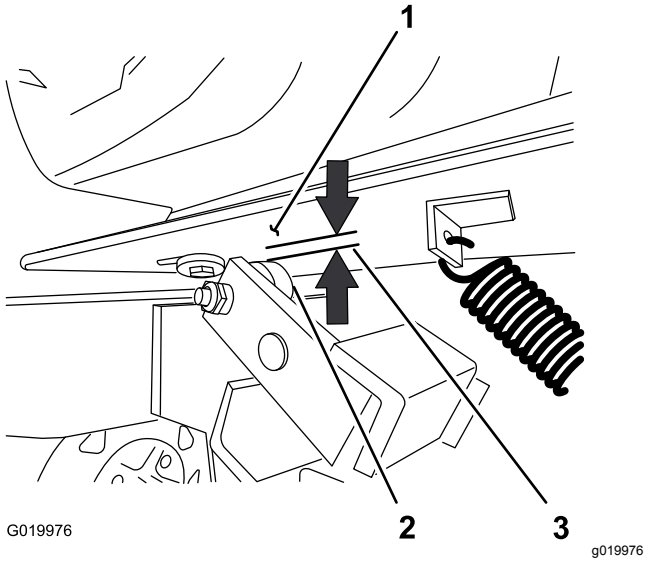

Figure 67
5. Measure the air gap between the engine deck and the roller on the clutch (Figure 67).